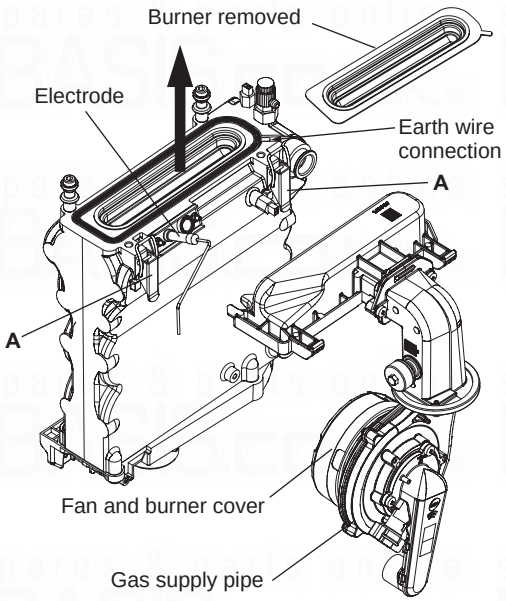

**Fig. 6.5**
### 6.3 PREPARE FOR SERVICING - Fig. 6.5
10. Unlatch the two clips 'A' in Fig. 6.5 securing the fan and burner cover and remove the complete assembly.
8. Unlatch the two clips 'A' in Fig. 6.5 securing the fan and burner cover and remove the complete assembly.